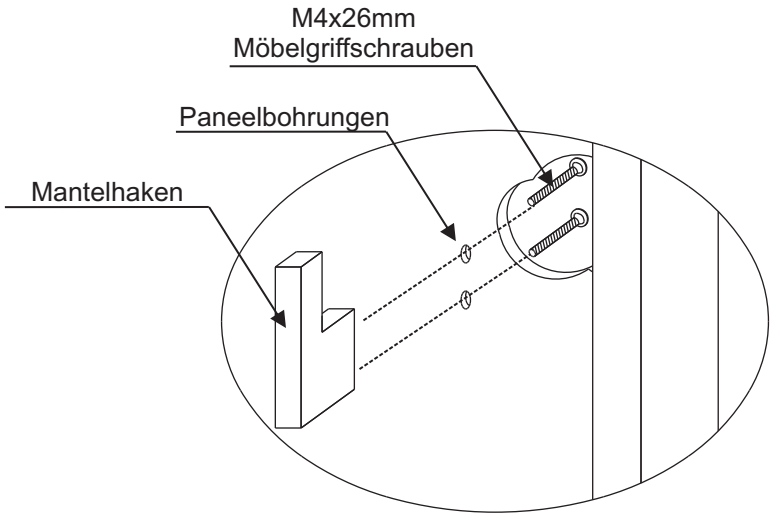

Abb. 5
6. Verschrauben Sie nun die Mantelhaken mit den beiliegenden M4x26mm Schrauben. (Abb.5)